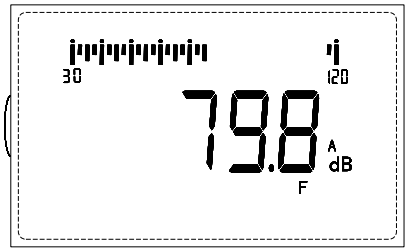

图5
1) 按计权按钮使显示器显示“C”，LCD上显示的就是“C”声级的测量值。按“计权”按钮使显示器显示“Lin”，LCD上显示的就是“线性声压级”的测量值。见图5。
3) 时间计权快（F）、慢（S）的选择一般采用快档“F”，如果读数变化较大，可采用慢档“S”时间计权。见图5。